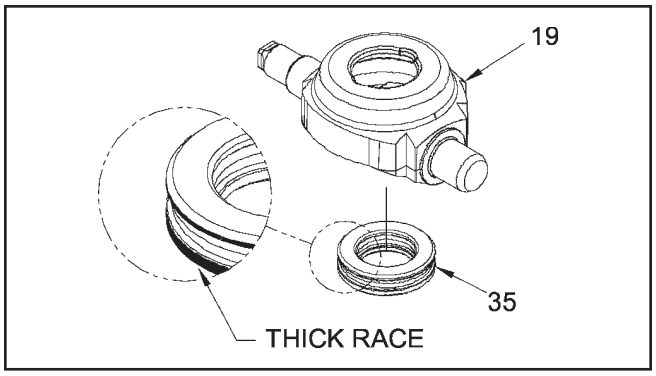

Figure 19.
11. **(See Figure 19)** Remove the thrust bearing assembly (35) from the swashplate (19).
11. **(See Figure 19)** Install the pump thrust bearing (35) in the trunnion machined swashplate (19). NOTE: Place the thin race of the bearing towards the swashplate. The thick race must face the pistons.